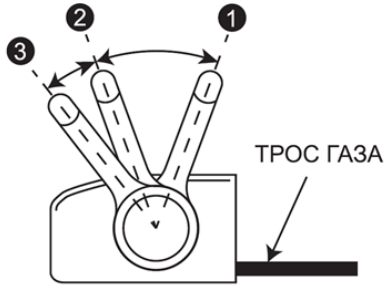

Рис. 15 Положения рычага газа
2. Переведите рычаг газа на 1/3 хода в сторону положения максимальных оборотов двигателя (между положениями «1» и «2») (Рис. 15).
1. Переведите двигатель в режим холостого хода, для этого переведите рычаг газа в положение 2 холостых оборотов двигателя (Рис. 15) и дайте двигателю поработать примерно 1 минуту.
2. Переведите рычаг газа в положение 3 (Рис. 15).
При возникновении аварийной ситуации, для экстренной остановки двигателя мотокультиватора переведите рычаг газа в положение 3 (Рис. 15).
5. Переведите рычаг газа в положение 1 максимальных оборотов двигателя (Рис. 15).